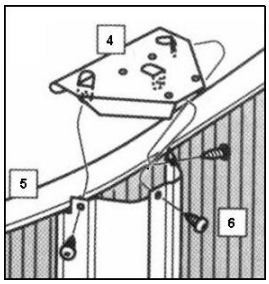

fig. 28
c. Ponga una placa superior T2 (4) encima del borde superior de la pared de la piscina y sobre el perfil vertical (VER), con las lengüetas en el interior del perfil, fig. 28.
d. Alinee los orificios para colocar los tornillos TO2 (6), fig. 28, en los tres agujeros del perfil vertical, asegurándose que se fijan en los agujeros de las lengüetas de la placa T2 (6).